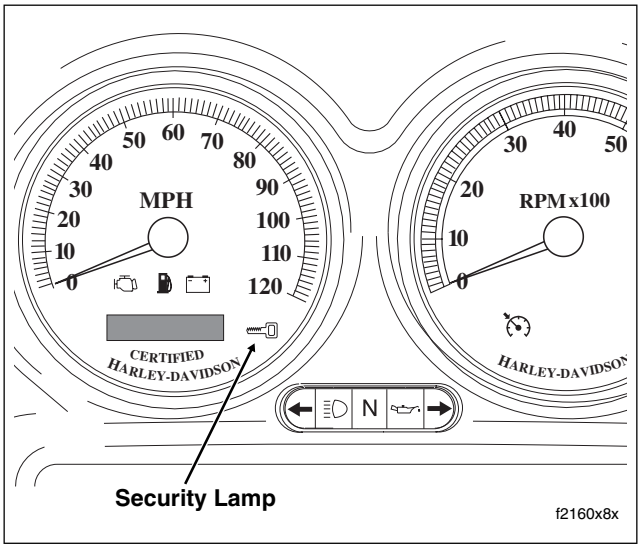

Figure 3-8. Speedometer (FLHX, FLHT/C/U)
- *See Figure 3-8. When the ignition key is turned ON, the security lamp will illuminate for approximately four seconds and then turn off.*